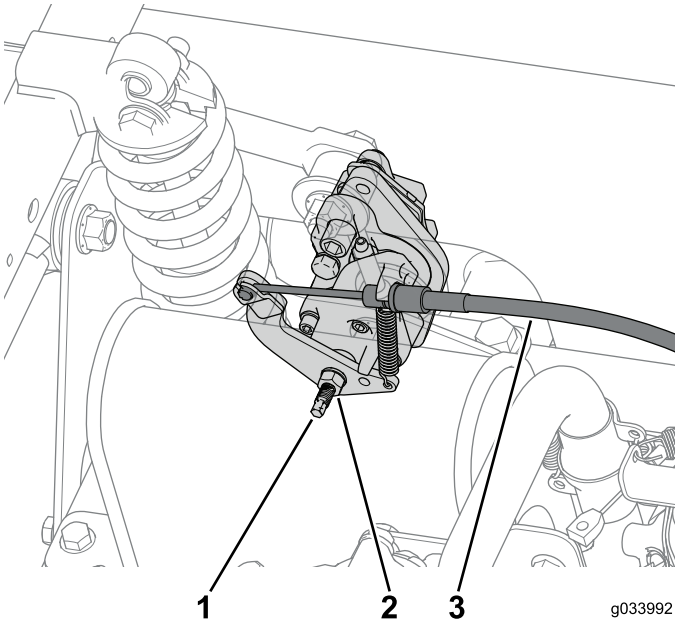

Figura 60
1. Allentate il controdado e ruotate la vite di regolazione di 2 giri in senso antiorario su entrambe le pinze dei freni posteriori (Figura 60).
2. Scollegate il cavo del freno di stazionamento collegato a ciascuna pinza del freno (Figura 60).